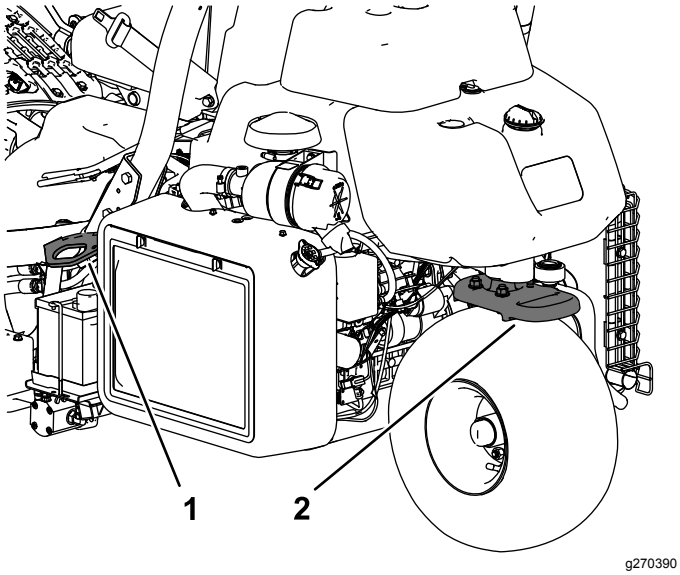

Figur 25
- Fest maskinen godt med stropper, kjetting, kabel eller tau. Både de fremre og bakre stroppene må ledes nedover og utover fra maskinen (Figur 25).